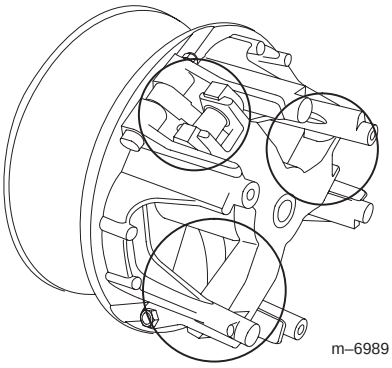

Figur 31
5. Smør de bevegelige delene i området som er ringet inn i figur 31 ved hjelp av Toro Dry Lubricant Spray, tilgjengelig fra din autoriserte Toro-forhandler eller -distributør.